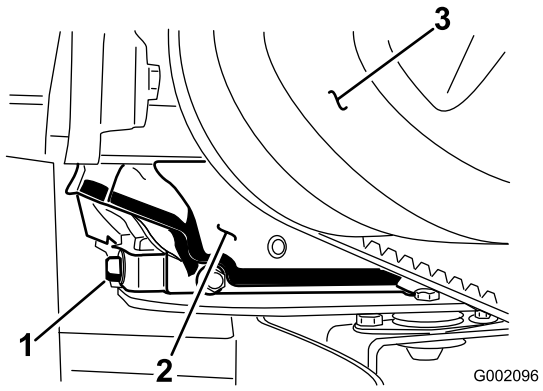

Figura 38
5. Coloque un recipiente con capacidad de 1,5 litros debajo del tapón de vaciado (Figura 38).
6. Retire el tapón de vaciado (Figura 38).